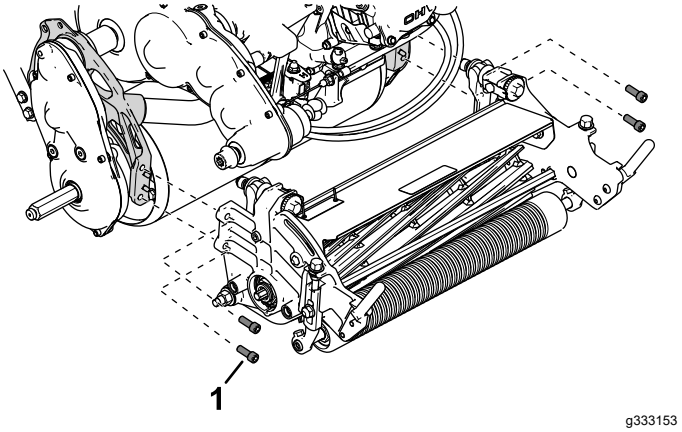

Figuur 4
3. Gebruik 4 inbusschroeven om de maai-eenheid aan de machine te monteren (Figuur 4).